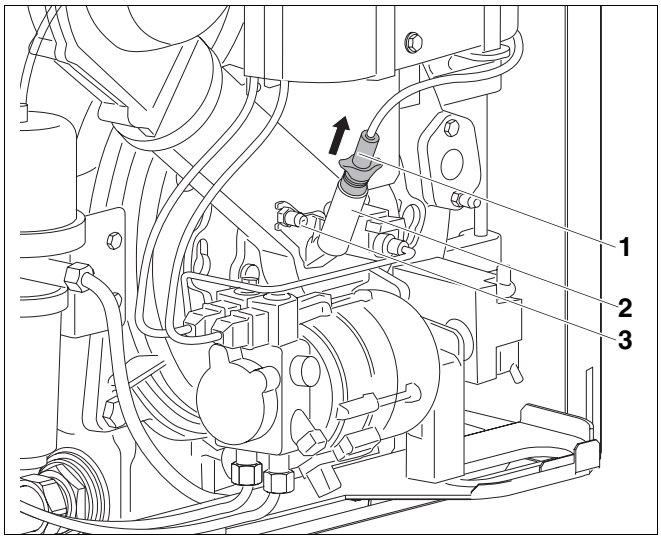

Abb. 73 Flammenfühler demontieren
- Flammenfühler (Abb. 73, **Pos. 1**) aus Winkelhalter (Abb. 73, **Pos. 2**) ziehen.
- Messnippel für statischen Gebläsedruck (Abb. 73, **Pos. 3**) abschrauben.